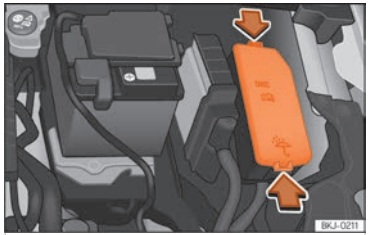

Fig. 162 Al compartiment del motor: tapa de la caixa de fusibles.
- Premeu les pestanyes de bloqueig per desbloquejar la tapa de la caixa de fusibles ››› fig. 162.